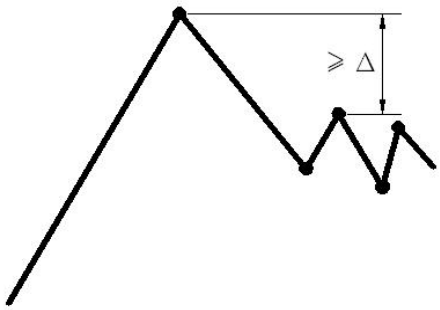
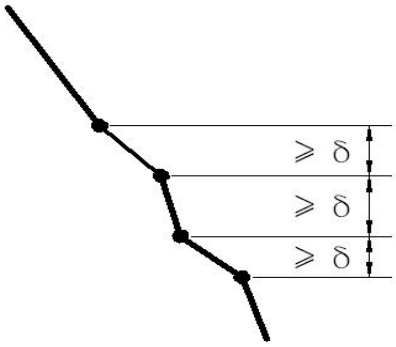

图 1
图 2
1. 当只勾选与最大力差值条件下的判破，连续 N 个点与最大力的差值大于Δ时， 即判断破碎。如图 1。
2. 当只勾选相邻点差值条件下的判破，该条件下与最大力没有关系，当从某一个点开始连续 N 个点之间的差值大于 δ 时， 即判断破碎。如图 2。
4. 当与最大力差值和相邻点差值同时勾选且下拉框选择满足一个即可时，当从某一个点开始连续 N 个点与最大力差值大于 Δ 或者相邻点差值大于 δ 时，即判断破碎。如图 1 或图 2。